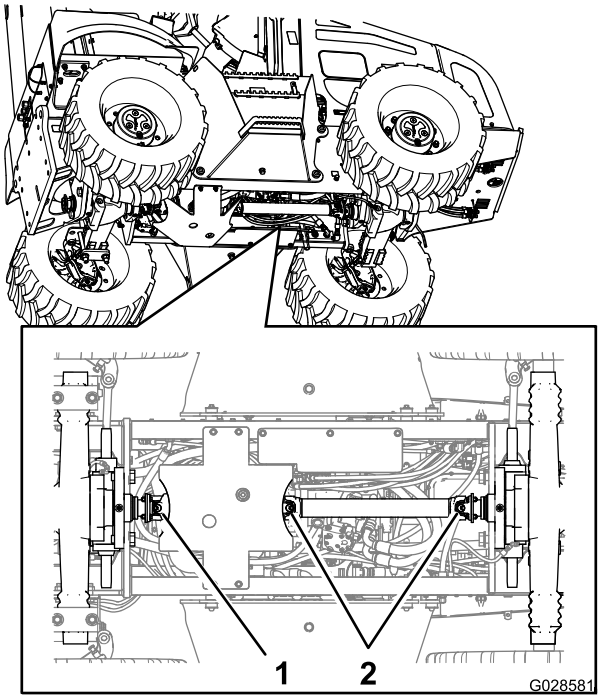

Figure 57
2. Raccordez la pompe à graisse au graisseur de l'accouplement à glissement à l'avant de l'arbre de transmission, et injectez 2 ou 3 jets de graisse dans le graisseur (Figure 57).
3. Raccordez la pompe à graisse au graisseur du joint de cardan à l'avant de l'arbre de transmission, et injectez 2 ou 3 jets de graisse dans le graisseur (Figure 57).
4. Raccordez la pompe à graisse au graisseur du joint de cardan à l'arrière de l'arbre de transmission, et injectez 2 ou 3 jets de graisse dans le graisseur (Figure 57).